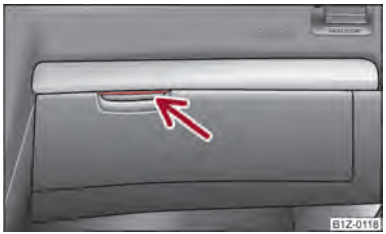

Fig. 75 Dash panel: Storage compartment on the front passenger side
– Press the handle of the lid ⇒ fig. 75 - the lid folds down.